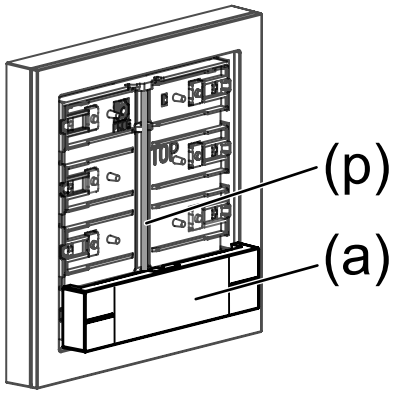

Bild 6: Räta ut vippkontakten
- Placera vippkontakten (a) rakt (se bild 6).